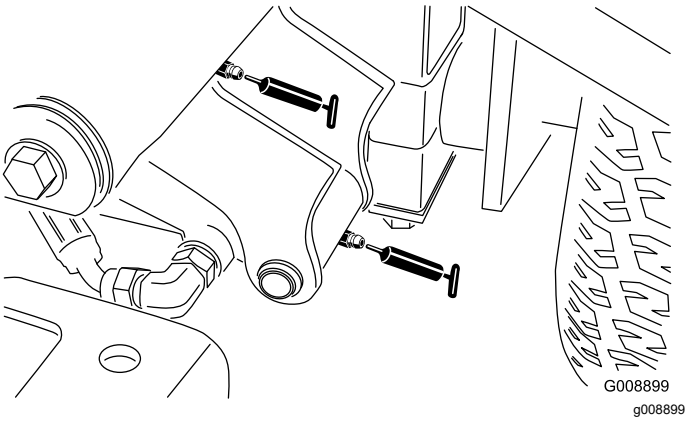

Figur 61
- Den främre vänstra lyftarmens svängpunkt och lyftcylinder (två nipplar – Figur 61)